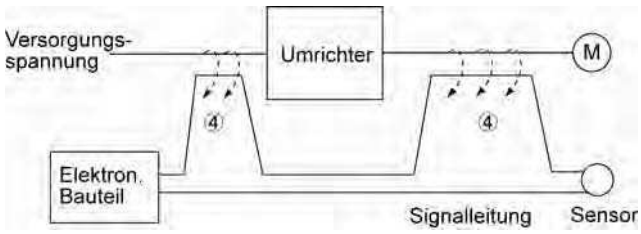
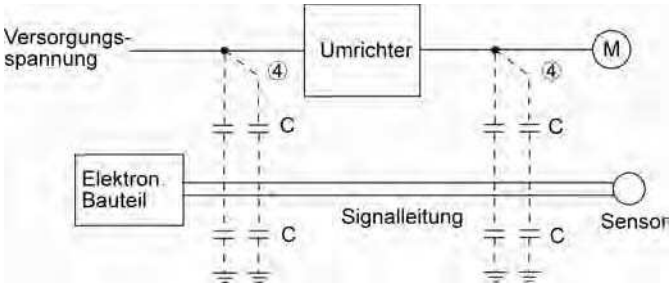

Abbildung A.4 Elektromagnetisches Induktionsrauschen
Abbildung A.5 Elektrostatisches Induktionsrauschen
(2) Induktionsrauschen
Wenn Kabel oder Signalleitungen der Peripheriegeräte nahe den Kabeln der Eingangs- und Ausgangsseiten des Umrichters, durch den der Rauschstrom fließt, verlegt werden, wird Rauschen durch elektromagnetische Induktion (Abbildung A.4) oder elektrostatische Induktion (Abbildung A.5) auf diese Kabel und Signalleitungen der Geräte übertragen. Dies wird als „Induktionsrauschen“ ④ bezeichnet.